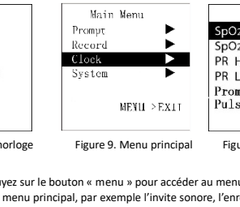

Figure 6. Croquis du placement du doigt
- Le doigt doit être placé correctement (voir figure 6 ci-jointe), car un assemblage incorrect ou une position de contact incorrecte du capteur influencera la mesure.
A. Introduire le doigt dans la sonde, comme illustré à la Figure 6.
(L'apparence de la sonde réelle peut être différente de celle illustrée à la Figure 6, veuillez-vous référer à la sonde réelle).